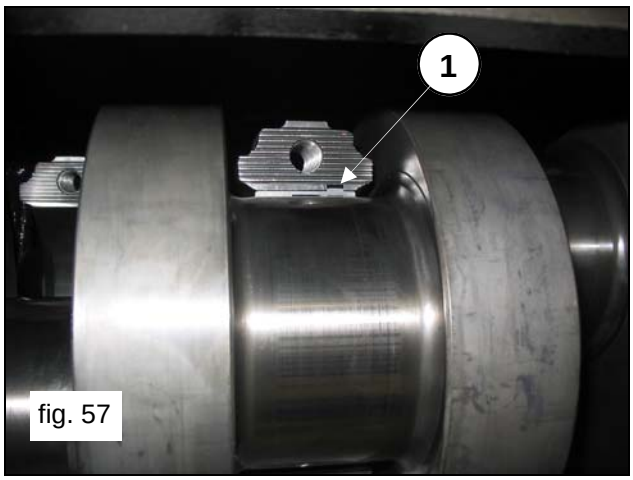

fig. 57
In order to correctly assemble the split bearings, be sure that the split bearings' reference key is positioned in the appropriate seat on the connecting rod (pos.①, fig.57).